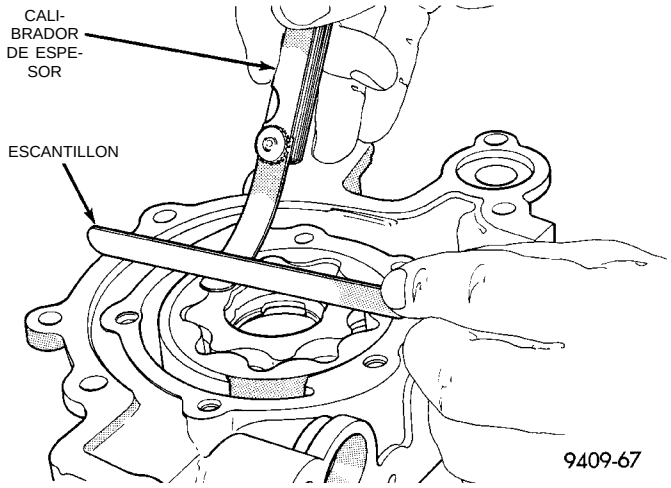

Fig. 101 Medición de la luz sobre los rotores
(7) Coloque un escantillón sobre la superficie de la cara de la caja de la bomba, entre los orificios de pernos. Si un calibrador de espesor de 0,102 mm (0,004 pulg.) o mayor puede insertarse entre los rotores y el escantillón, reemplace el conjunto de la bomba (Fig. 101). **UNICAMENTE** si los rotores están dentro de las especificaciones.
(8) Inspeccione si el émbolo de la válvula de descarga de presión de aceite está rayado y funciona libremente dentro de su hueco. Las marcas leves pueden eliminarse con papel de lija, mojado o seco, granulado 400.
(9) El muelle de válvula de descarga tiene una longitud libre de alrededor de 60,7 mm (2,39 pulgadas). Debe realizarse la prueba entre 8,154 y 8,607 kg (18 y 19 libras) cuando está comprimido a 40,5 mm (1,60 pulgadas). Reemplace si el muelle no cumple con las especificaciones.
(10) Si la presión de aceite es baja y la bomba se encuentra dentro de las especificaciones, inspeccione si los cojinetes del motor están gastados, si falta o